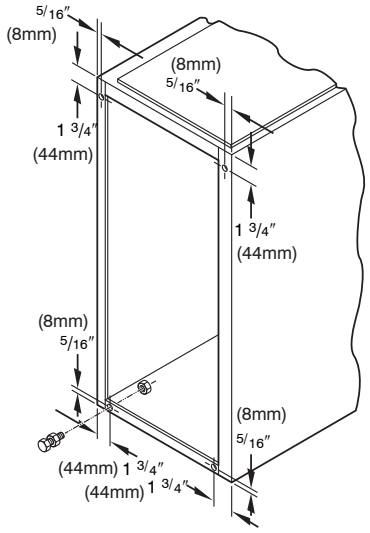

Fig. 20 - Leveling Legs
When furnace is used in upflow position with side inlet(s), leveling legs may be desired. (See Fig. 20.) Install field-supplied, corrosion-resistant 5/16-in. machine bolts and nuts.
1. Position furnace on its back. Locate and drill a 5/16–in. diameter hole in each bottom corner of furnace. (See Fig. 20.) Holes in bottom closure panel may be used as guide locations.
If Coil Assembly Part No. CD5 or CK5 or Coil Box Part No. KCAKC is used, install as shown in Fig. 20.